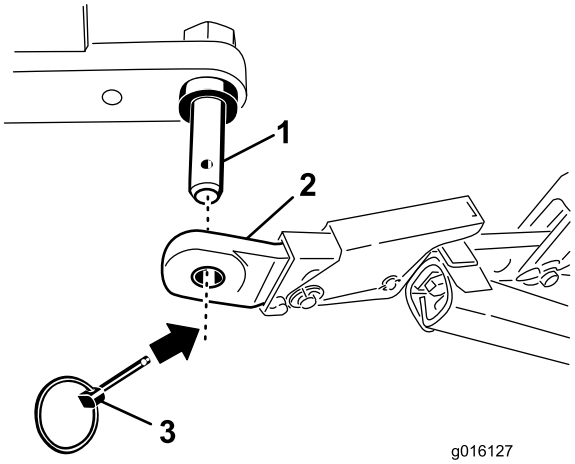

Figur 3
4. Fastgør de nederste forbindelsesarme til dybdelufterens monteringstapper med ringstifter (Figur 3).